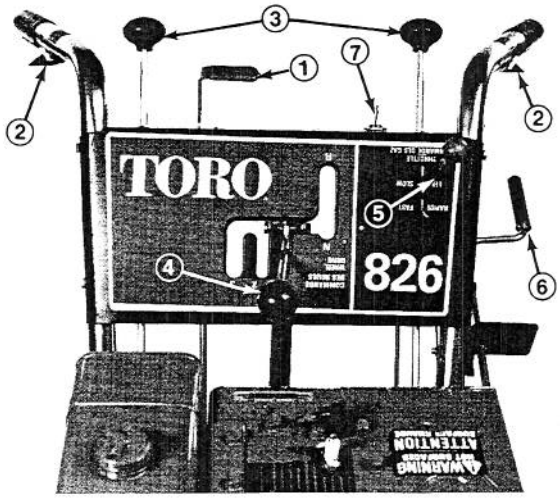

Figure 20
Auger Drive Control (Fig. 20) – Control has two positions: ENGAGE and DISENGAGE. To engage auger and impeller, pull control up slowly until it stops in an over center position. To disengage auger and impeller, pull control down.
Interlock Levers (Fig. 20) – One interlock lever must be compressed against handle grip(s) when auger or wheel drive control is engaged. The engine will shut off if both levers are released when auger or wheel drive control is engaged. This is a safety feature that reminds the user to disengage auger or wheel drive control before leaving operator's position behind the handles.
Wheel Clutches (Fig. 20) – Pull both wheel clutches out to get free-wheeling characteristic. By contrast, push both clutches in to get direct drive to both wheels. When one wheel clutch is pushed in and the other is out, direct drive will be to the wheel that has clutch pushed in, and the other wheel will be free-wheeling.
Wheel Drive Control (Fig. 20) – The control has five positions: N–neutral, R–reverse, 1, 2, and 3. To change speeds, move gear shift to position desired. Control must be held in R–reverse – when backing, and when it is released, gear shift automatically returns to neutral. Use positions 1, 2, and 3 depending on snow conditions. Keep interlock lever compressed when shifting.
Throttle (Fig. 20) – Move the throttle forward to increase engine speed. Use only enough engine speed to throw snow to the place desired.
Discharge Chute Control (Fig. 20) – Rotate discharge chute control clockwise to move discharge chute to the left and counterclockwise to move chute to the right.
1. Move auger drive control down to DISENGAGE (Fig. 20).
2. Move wheel drive control to N – neutral – and throttle to fast (Fig. 20).
5. Rotate ignition key to ON (Fig. 20).
2. To stop engine normally, move wheel drive control to N – neutral – auger drive control to DISENGAGE, throttle to SLOW and rotate ignition key to OFF (Fig. 20).